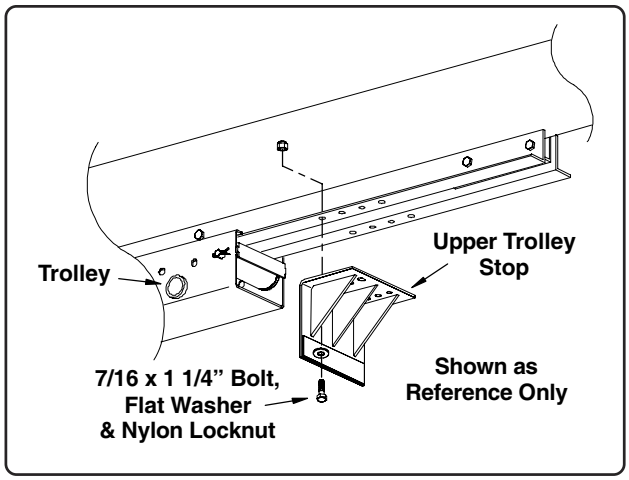

Fig. 32
2. Locate the eight (8) mounting holes (4 in each track) in the upper track sections. Secure the upper trolley stop to the tracks using eight (8) 7/16" x 1 1/4" bolts, flat washers and nylon locknuts as shown in Fig. 32.